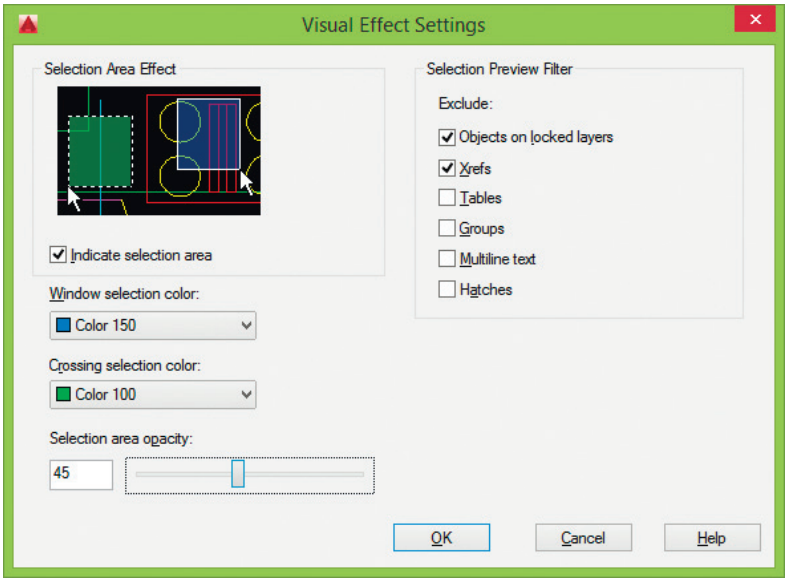

Рис. 3.31. Диалоговое окно определения цвета ручек
- кнопка **Visual Effect Settings...** загружает одноименное диалоговое окно (рис. 3.31), позволяющее определить параметры визуальных эффектов: